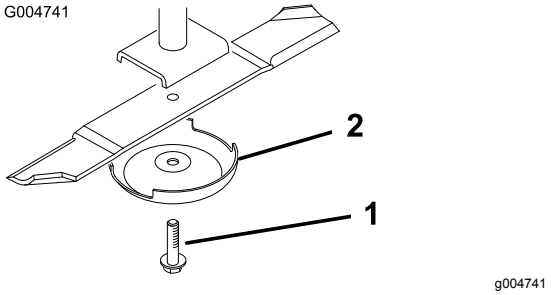

Figur 131
4. Hold enden av kniven med en fille eller en tykk hanske og fjern knivbolten, antiskalperingsvernet og kniven fra spindelakselen (Figur 131).